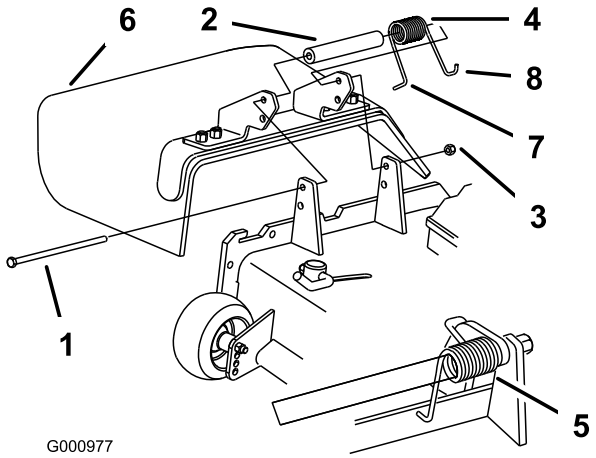

Rysunek 89
1. Odkręć przeciwnakrętkę, śrubę, sprężynę i element dystansowy mocujące deflektor do wsporników osi obrotu (Rysunek 89). Usuń uszkodzony lub zużyty deflektor trawy.
Informacja: Przed przykręceniem śruby w sposób pokazany na Rysunek 89 upewnij się, że koniec sprężyny w kształcie litery L jest zamontowany za krawędzią podwozia tnącego.
3. Zamocuj śrubę i nakrętkę. Zahacz końcówkę sprężyny z zaczepem w kształcie litery J o deflektor trawy (Rysunek 89).